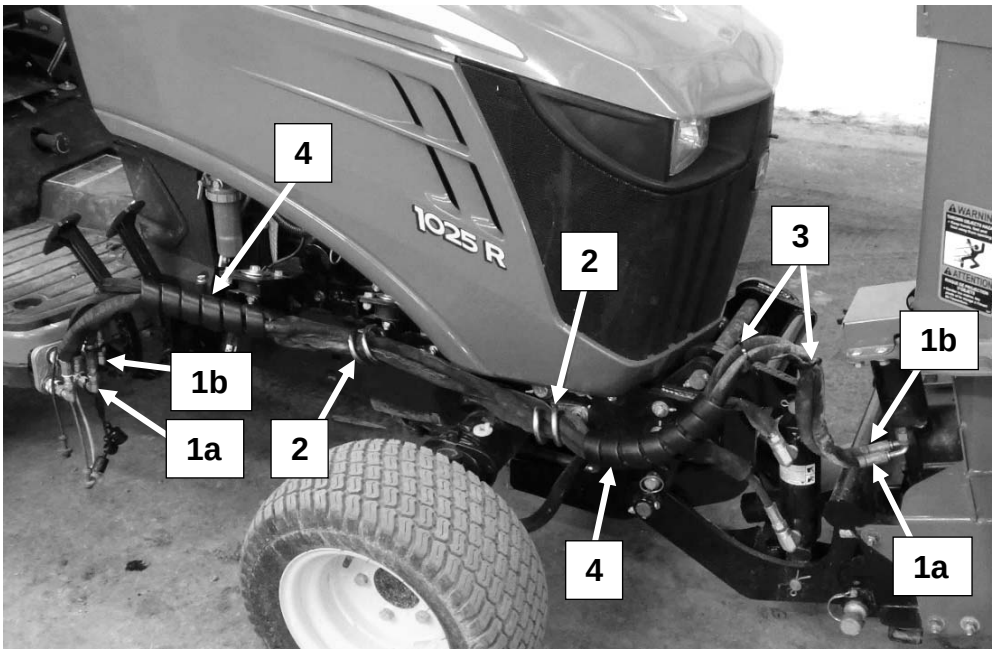

Figure 20
Figure 20 : Place the hoses (items 1a-1b) in the two hose supports (item 2) and connect the snowblower hydraulic couplers and the electric connectors to the tractor couplers and connectors as shown on **figure 20**. Secure the two hoses with three tie wraps (item 3) and the two hose protectors (item 4) where shown on **figure 20**.